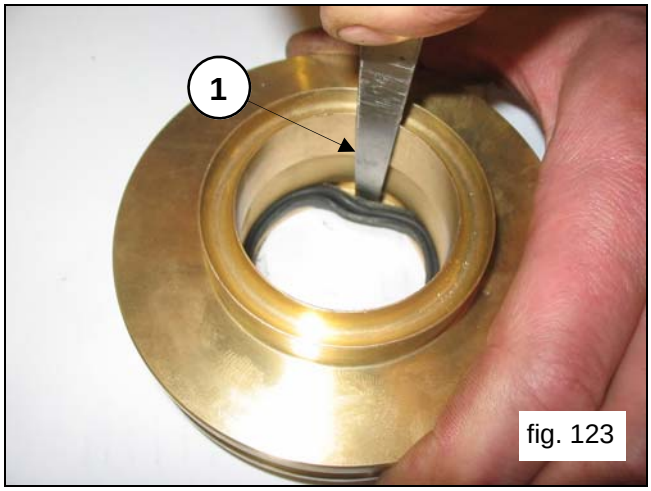

fig. 123
To remove the low pressure packing, use a shim or another tool that doesn't damage the seat of the packing support (pos.①, fig.123).